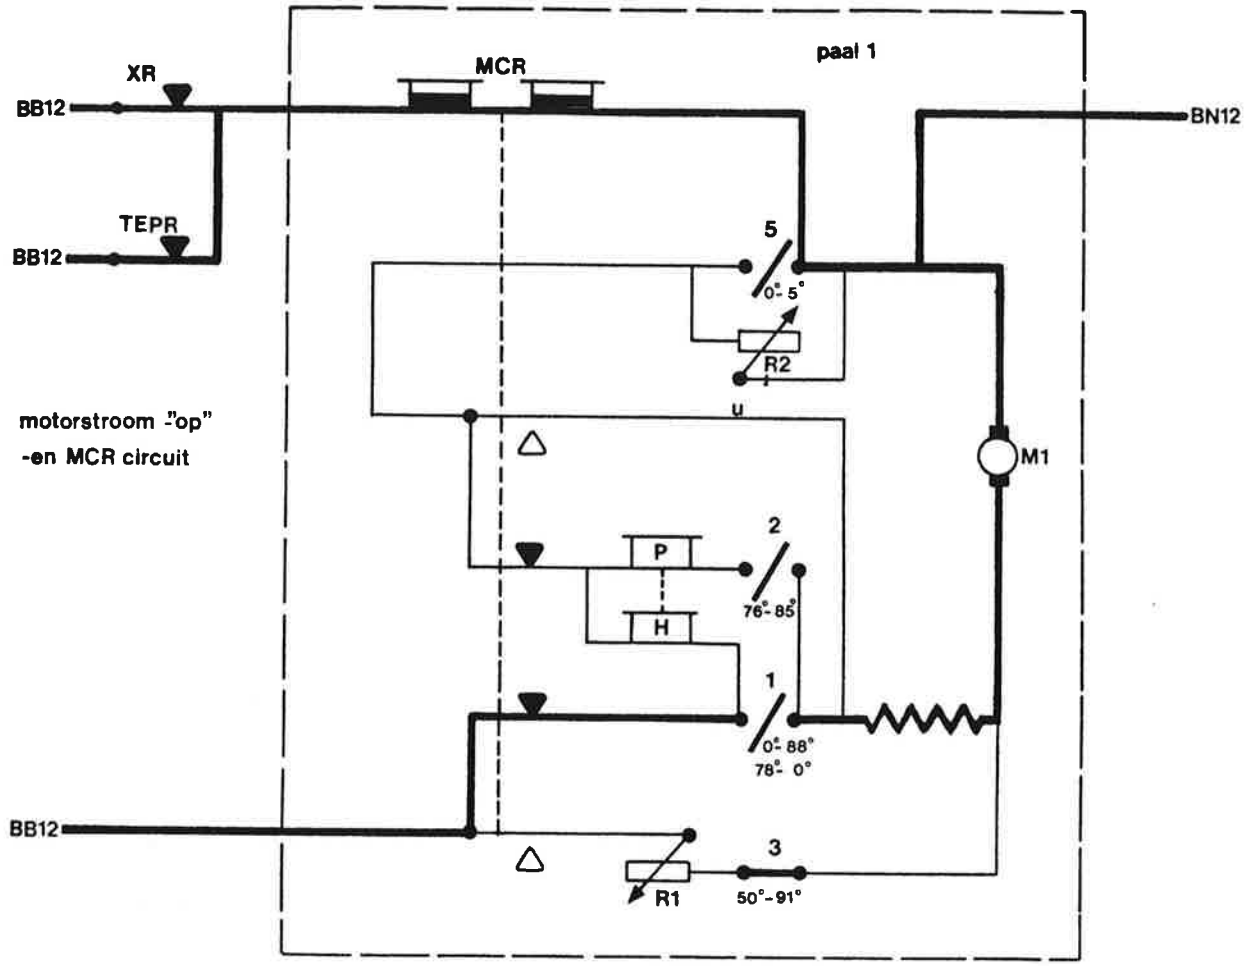
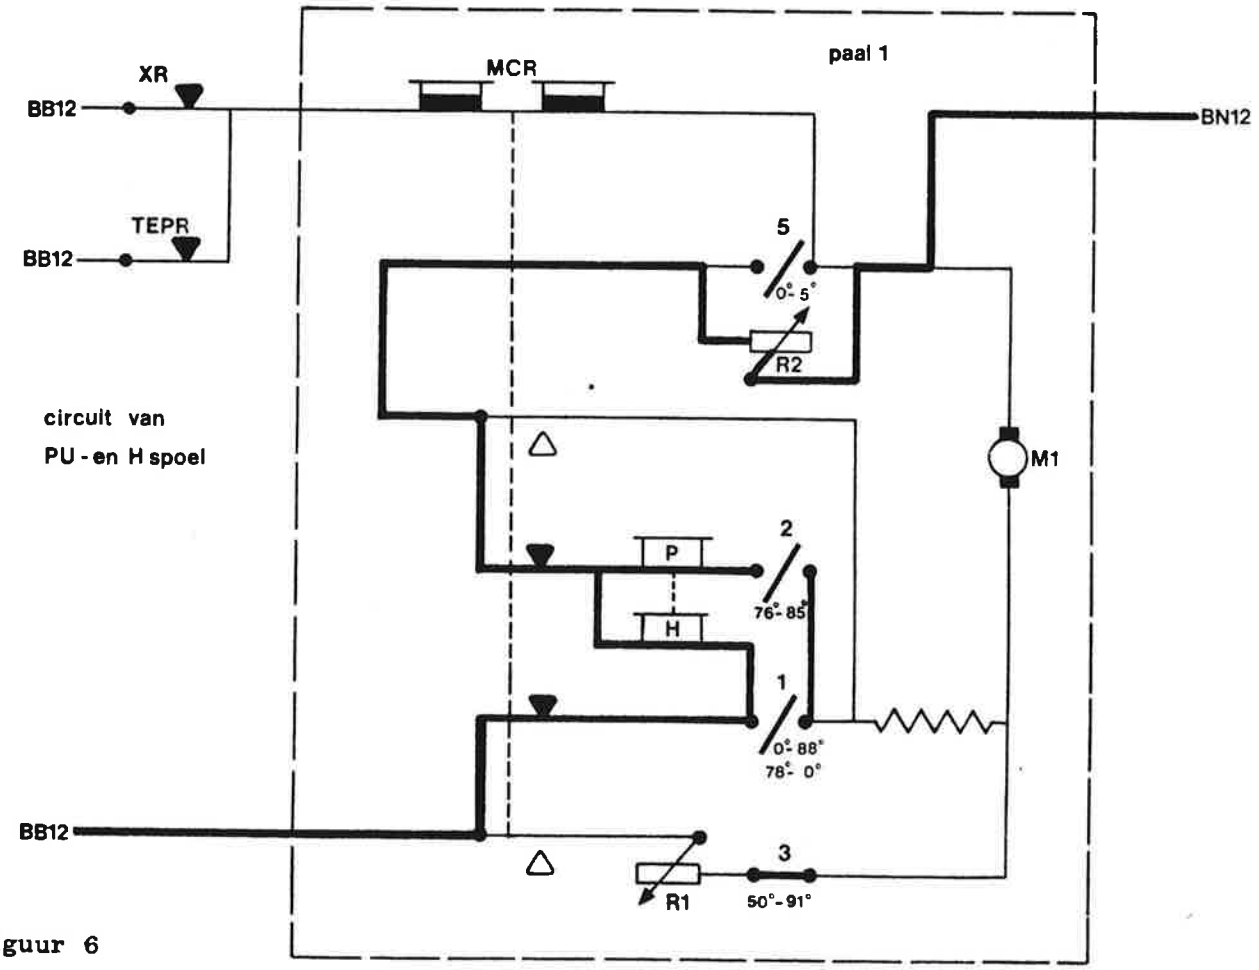

figuur 5
figuur 6
Nadat de trein de overweg gepasseerd is, trekt het XR weer aan, en daardoor ook het MCR. Er behoeft niet gewacht te worden op het aangetrokken zijn van de TEPR, omdat het XR-kontakt hieraan parallel geschakeld is. De hele kontakten van het MCR schakelen om, waardoor het zgn. "motorstroom op" circuit ontstaat. Dit is te zien in figuur 5. Tevens zal ook gelijk de houdspoel onder spanning staan, welke echter over te weinig ampère-windingen beschikt om het anker van de vasthoudmagneet aan te kunnen trekken. Hij moet hierbij geholpen worden door de Pick-Up spoel (PU), welke pas in een later stadium bekrachtigd wordt . (figuur 6)